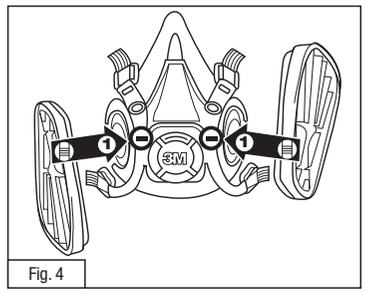

Fig. 4
1. Aligner l'encoche située sur le bord de l'adaptateur 603 avec la marque située sur le masque comme l'indique l'illustration et appuyer l'adaptateur contre le masque (Fig. 4).
1. Alinee la muesca en la orilla del adaptador 603 con la marca de la pieza facial, como se muestra, y empújelas juntas (Fig. 4).